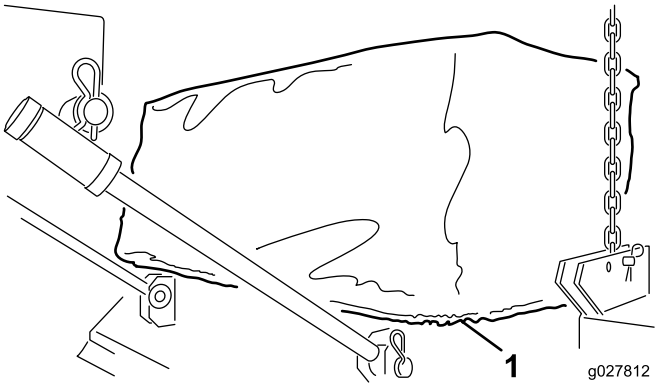

Figura 4
4. Instale el anillo de lona alrededor del borde de la Versa Vac y de las aberturas de la carcasa (Figura 4).